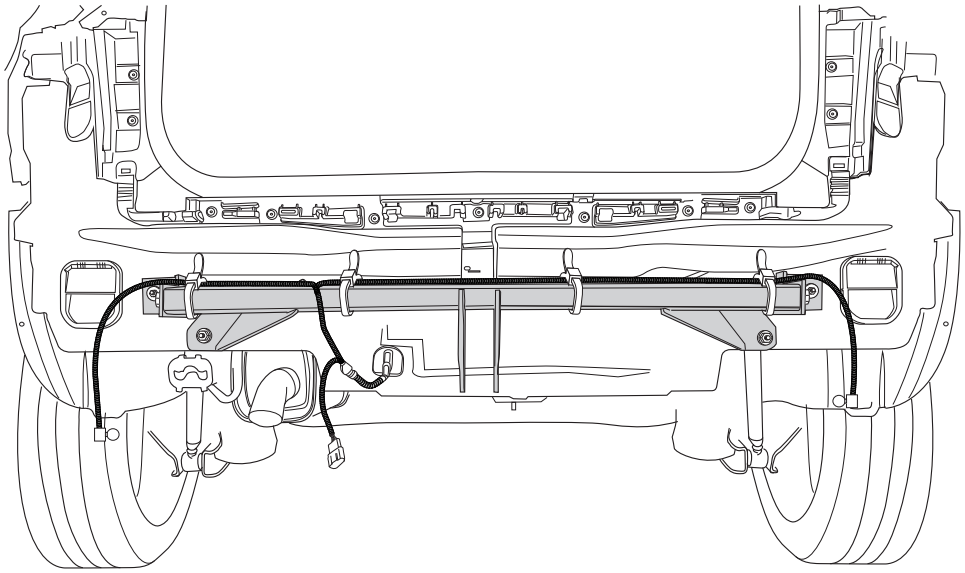

Fig. 2
10. Attach the cables with tie-wraps. See figure 2.
10. Die Kabel mit Kunststoffklemmband festbinden. Siehe Abbildung 2.